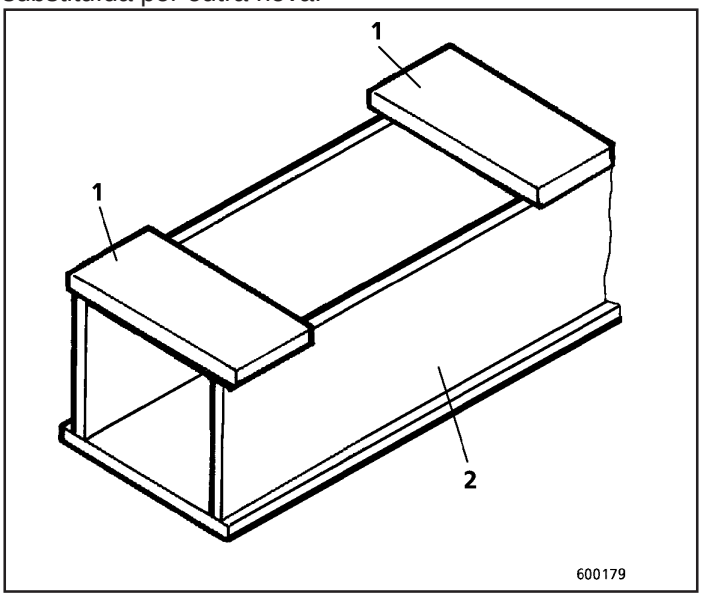

Fig.68
Em uma seção fechada contendo duas chapas laterais (Fig. 68) uma seção de uma chapa de base deve ser substituída por outra nova.
2. Faça um rasgo longitudinal de aproximadamente 100 mm entre a chapa lateral (2, Figs. 68 e 69) e de base (1) a partir do ponto em que a nova peça será fixada.